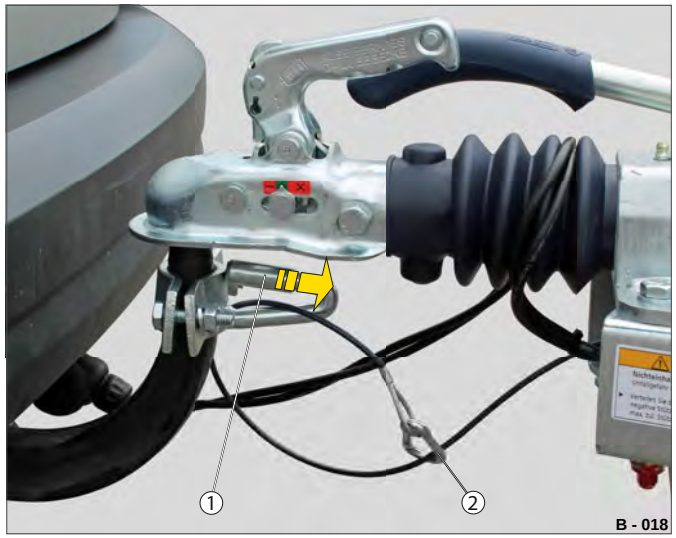

Fig. 17 Anbringelse af sikkerhedswire
▶ Træk i lukkeanordningen (Fig. 17 /1) på klemmeanordningen, og læg samtidig sikkerhedswiren (Fig. 17 /2) ind som en løkke.